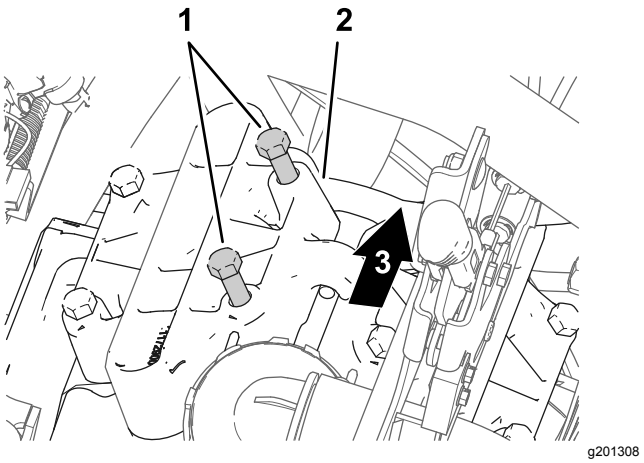

Rysunek 178
1. Po ustawieniu głowicy pompy w pozycji na godzinie 11 poluzuj 2 śruby wskazane na Rysunek 178 tak, aby między łbami śrub a pompą powstał odstęp od 7 do 10 mm.